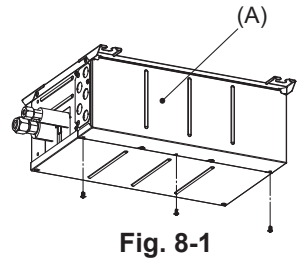

Fig. 8-1
1) Retirez le capot électrique. (Fig. 8-1)